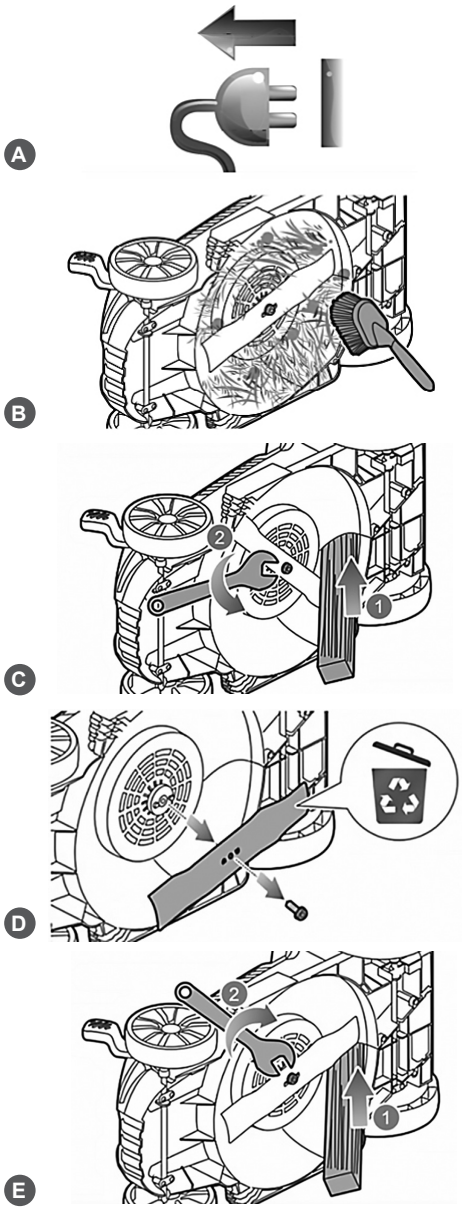

Рис. 21 Замена ножа
2. Возьмите одной рукой нож и крепко держите, или установите деревянный брусок 1 и зафиксируйте нож от проворачивания (Рис. 21).
3. Установите гаечный ключ 2 (в комплектность не входит) и открутите против часовой стрелки болт крепления ножа (Рис. 21).
5. Установите новый нож на адаптер 2 (Рис. 21) так, чтобы:
6. Возьмите одной рукой нож и крепко держите, или установите деревянный брусок 1 и зафиксируйте нож от провораачивания (Рис. 21).